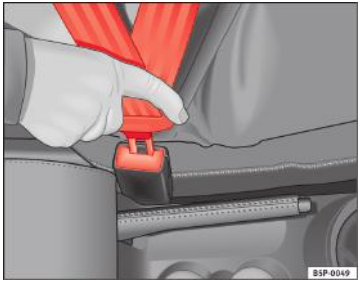

Fig. 11 Catarama şi limba centurii de siguranță
– Introduceți limba centurii în catarama corespunzătoare scaunului şi apăsați până ce aceasta se fixează cu un declic ⇒ fig. 11.